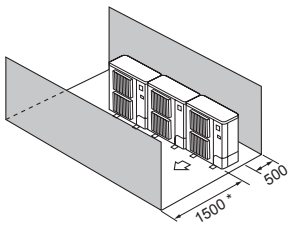

Fig. 2-16
(4) Solo ostacoli anteriori e posteriori (Fig. 2-16)